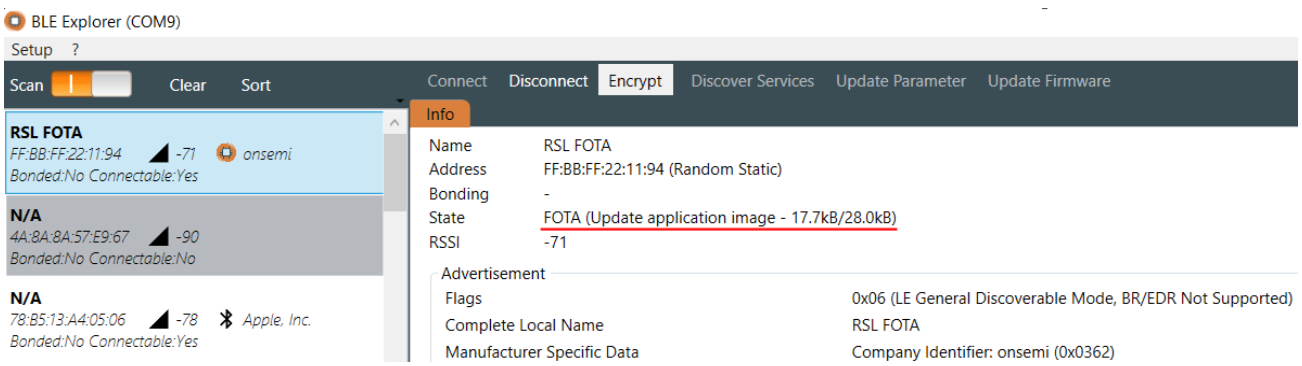

Figure 10. Updating Firmware
3. Once the FOTA firmware image file is selected, it starts updating the firmware, as shown in the "Updating Firmware" figure (Figure 10).